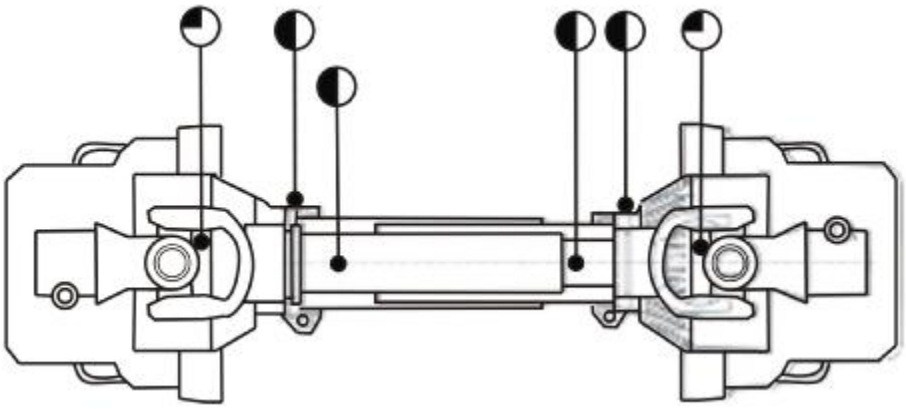

Рис. 17 **Точки смазки карданного вала**
* - согласно рис. 17 и табл. 4